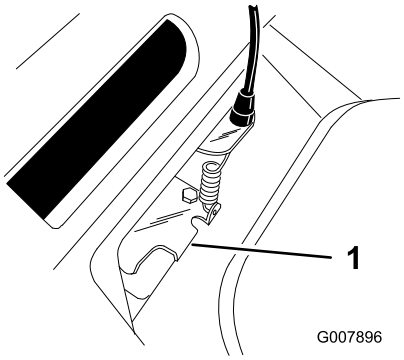

Figura 29
5. Abbassate l'aletta del guidacinghia finché non entra in contatto con il tosaerba, quindi tenetela in posizione (Figura 29).